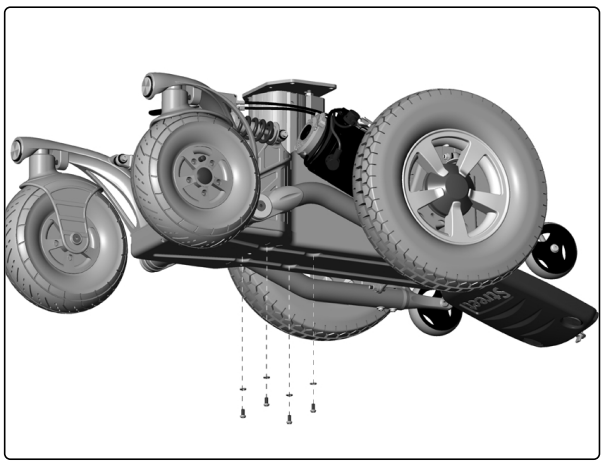

Abb. 55. Untere Befestigungsschrauben der Sitzhöhenverstellung.
5. Entfernen Sie die vier unteren Befestigungsschrauben der Sitzhöhenverstellung an der Unterseite des Chassiss, s. Abb. 55.